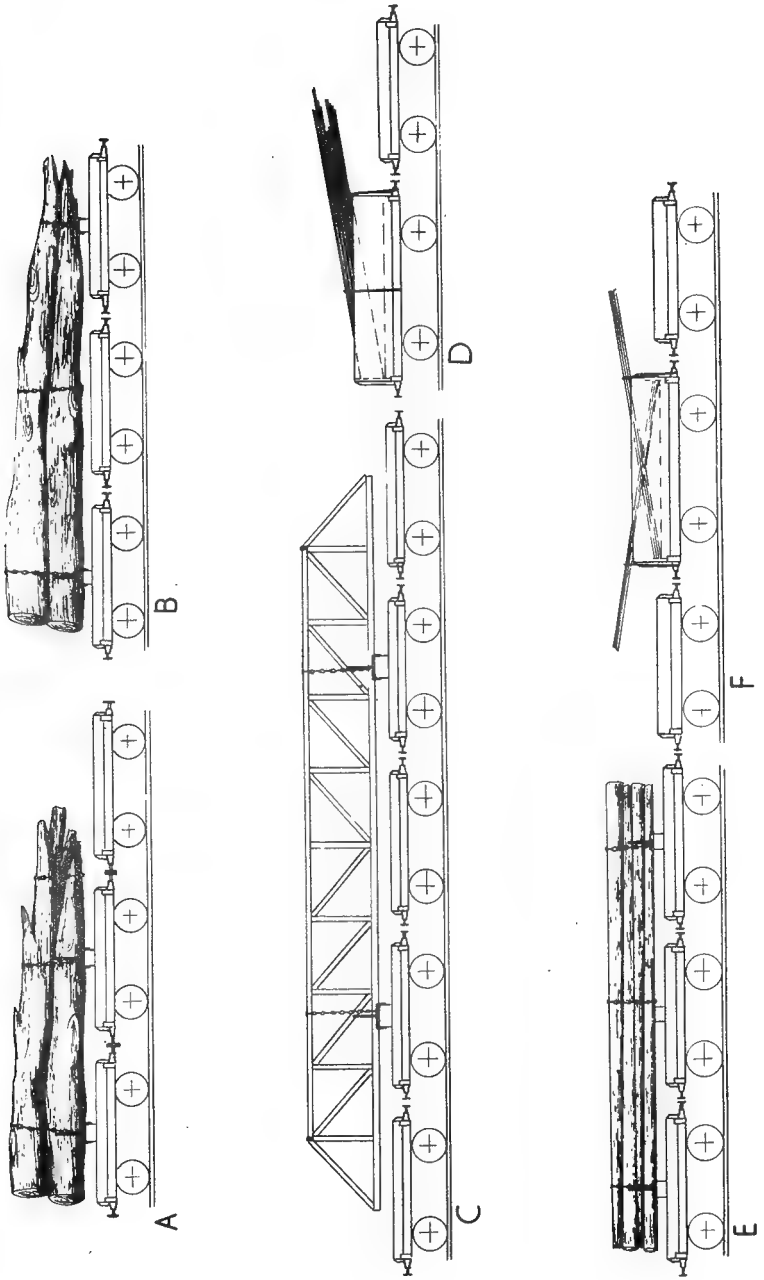

Fig. 28
adjusted and attached. There will be found in Fig. 28 a number of diagrams depicting various arrangements of timber, tubing and girder freights. In A, we have a two-wagon set for heavy baulks of timber with a match-truck to clear the projecting ends. In such an instance, the bolsters would be removed from the match-truck, and the load would be "chained free of wagon" near the projection. Other chains would be attached over the load to the bolster shackles, the bolsters, of course, being of the swinging type. B shows a three-wagon arrangement with the match-truck placed in the centre, the free chaining being over the centre wagon. Note, however, that in the case of telegraph poles or other flexible timber loads (E), the bolster would be left in place on the centre wagon.